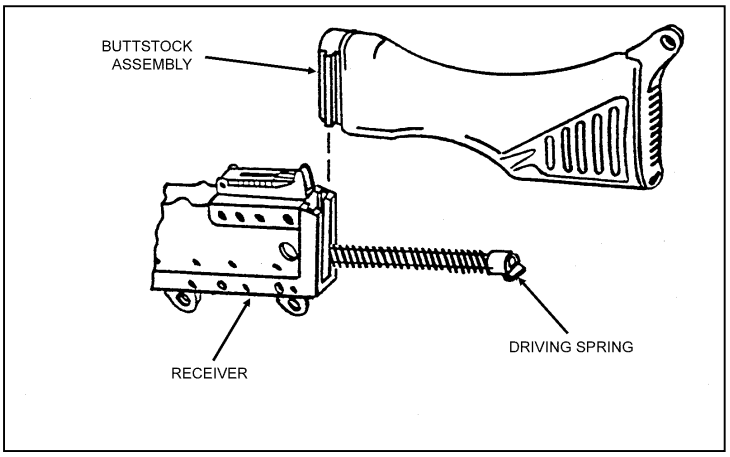

Figure 3-27. Replacement of the driving spring rod assembly.
e. **Replacing the Driving Spring Rod Assembly**. Insert the driving spring rod assembly into the receiver, sliding it all the way forward against the recess in the rear of the operating rod. Push in and lower the driving spring rod assembly to engage the retaining stud into the hole located on the bottom of the receiver (Figure 3-27).